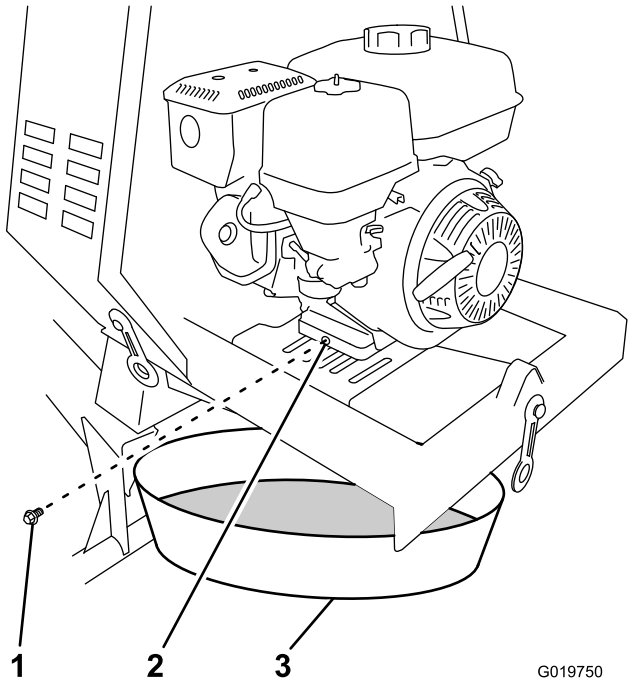

Figura 51
3. Coloque un recipiente debajo del orificio de vaciado de aceite del motor (Figura 51).
4. Retire el tapón de vaciado y deje fluir el aceite al recipiente (Figura 51).
5. Cuando se haya drenado completamente el aceite, coloque el tapón de vaciado con una arandela nueva (Figura 51).